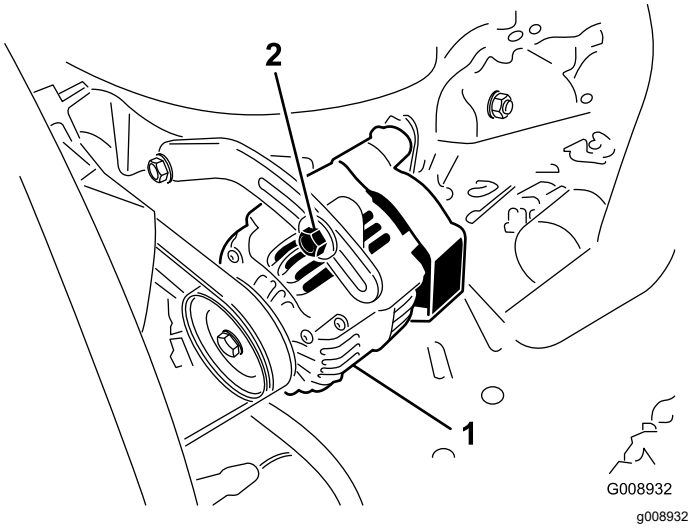

图 118
每操作 100 个小时后检查皮带的状况和张紧力 (图 118)。
3. 如果下压不是 10mm请松开发电机固定螺栓 (图 118)。